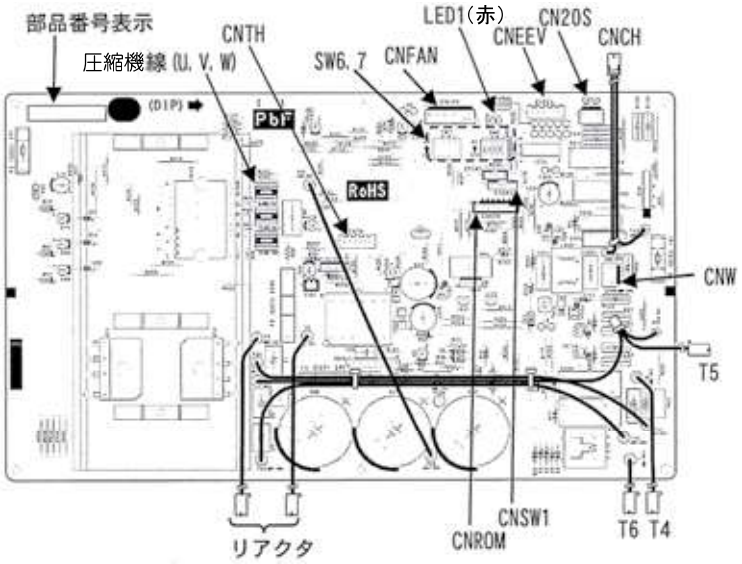

図2. 三相機部品配置図（部品面）
① 基板交換作業は電源を切って3分以上放置し、図2に示すコントロール基板部品面上のLED1（赤)が10秒以上消灯していることを確認してから実施してください。
（図2参照）